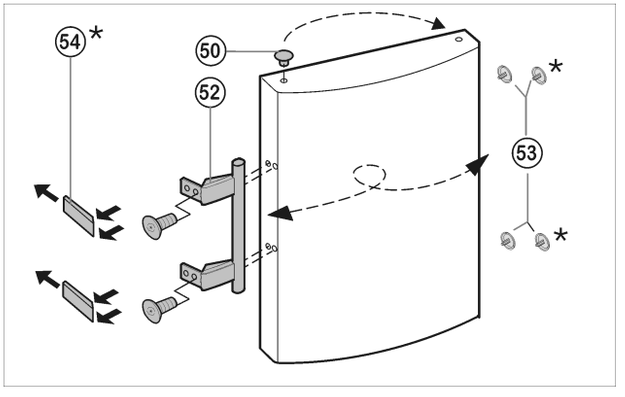

*Fig. 14*
▶ Pull plugs *Fig. 14 (50)* out of the door bearing bushes and move them to the other side.
▶ Detach the door handle *Fig. 14 (52)*, plug *Fig. 14 (53)* and pressure plates* *Fig. 14 (54)* and move them to the opposite side.